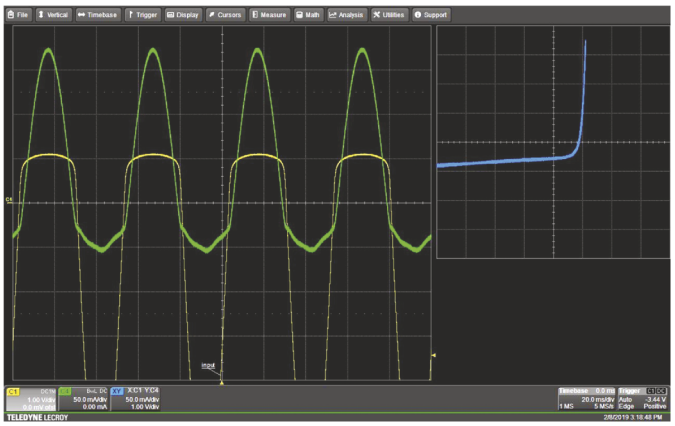

**FIGURE 8.39** (Step 12) Solar cell under illumination. Use this screen to estimate fill factor and associated values.
12. **Creating an I–V curve for your solar cell with incandescent bulb.** Turn the SC over to let light land on it. Put a single plain white piece of paper over it to act as a simple light attenuator. (The bulb is too bright to do this experiment). Put the shield can over the paper and the SC. Place the incandescent bulb on the shield and turn on the bulb. Keep the bulb on only as long as necessary, since the properties of solar cells change with temperature. (They become less efficient as they get hotter). It should look now like Fig. 8.39. Notice that the *I*–*V* curve is identical to that found in Step 11, but is shifted down, indicating that it is producing power.
**13.** Review Fig. 8.39.